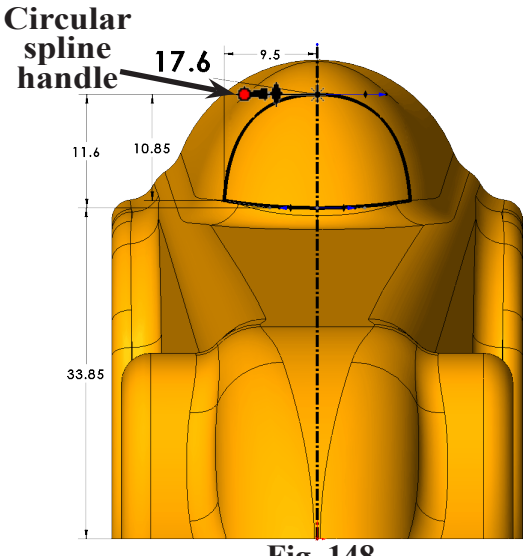

Fig. 148
Step 16. Dimension Tangent Weighting1 **17.6** for the endpoint of top spline at centerline, **Fig. 148**. To dimension Tangent Weighting, click the **Circular Spline Handle** (small gray dot)**,** then move the cursor out away from spline and click. Key-in 17.6 and press ENTER.